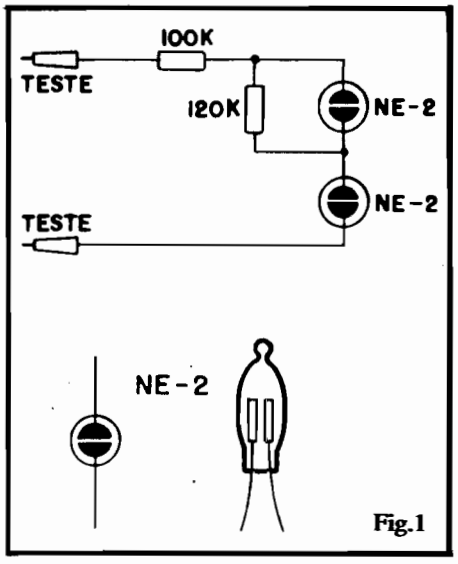

Fig.1
- **FIG. 1** - Diagraminha do circuito. São duas lâmpadas de Neon, mini (tamanho NE-2), "enfileiradas", protegidas pelo resistor de 100K e com suas tensões reais de trabalho "divididas" pelo resistor de 120K, de modo que, aplicados os terminais de teste a uma diferença de potencial em torno de 110 volts (RMS), **apenas** uma delas acenderá, enquanto que, sob potencial em torno de 220 volts (RMS), **ambas** acendem! As "janelas" de tensão (levando-se em conta que uma lampadinha de Neon, desse tipo, "começa" a acender sob tensão entre 70 e 90 volts...) foram calculadas de modo que mesmo uma rede nominalmente de 110 VCA, que momentaneamnete apresenta-se em sub-tensão (desde uns 70V) ou sobre-tensão (até uns 140V) será claramente indicada pelo acendimento de **apenas uma** das lâmpadas. Apenas acenderão nitidamente **ambas** as lâmpadas indicadoras, quando a rede for **seguramente** de 220V (ainda que esteja momentaneamente em forte sub-tensão...).